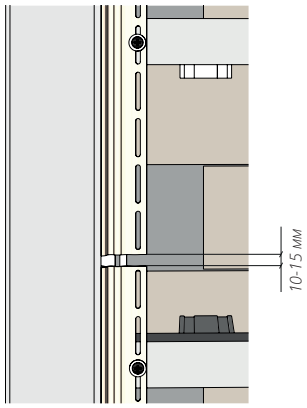

Рисунок 70
14.2 В случаях если высота здания более 3-х метров, соединение стартовых планок происходит с зазором 10-15 мм (рис. 70), это необходимо для теплового расширения.